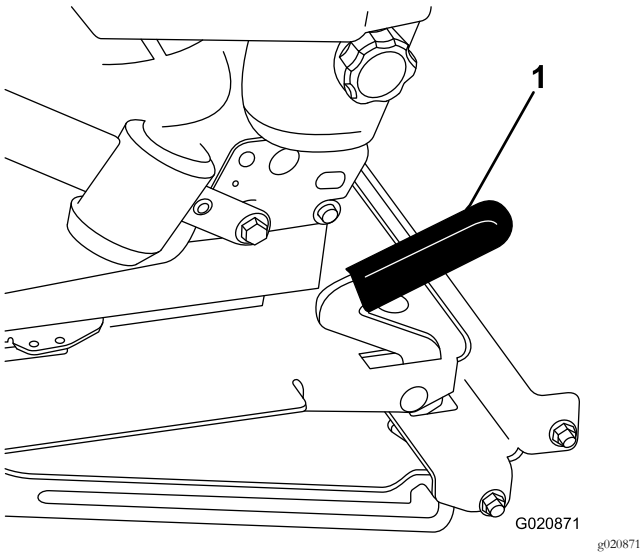

Figuur 33
2. Trek de handgreep van de stoelvergrendeling naar voren en til de stoel op om deze te ontgrendelen (Figuur 33).